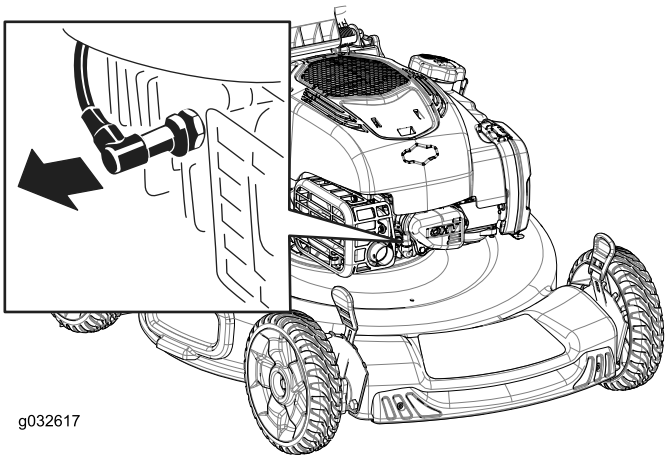

Figur 29
2. Kobl tændrørskablet fra tændrøret (Figur 29), før du udfører nogen form for vedligeholdelsesarbejde.